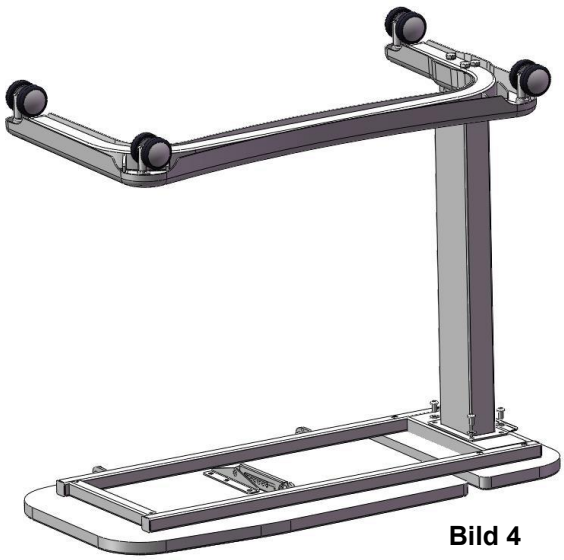

Bild 4
- Placera pelaren och basenheten på plats, bild 4.